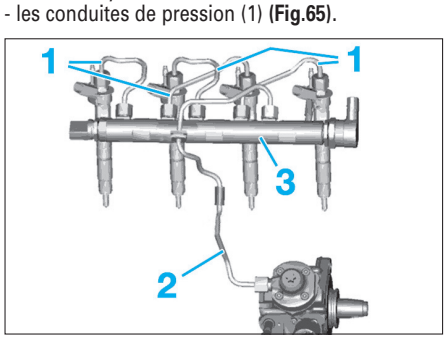

Fig. 65
- les conduites de pression (1) **(Fig.65)**.